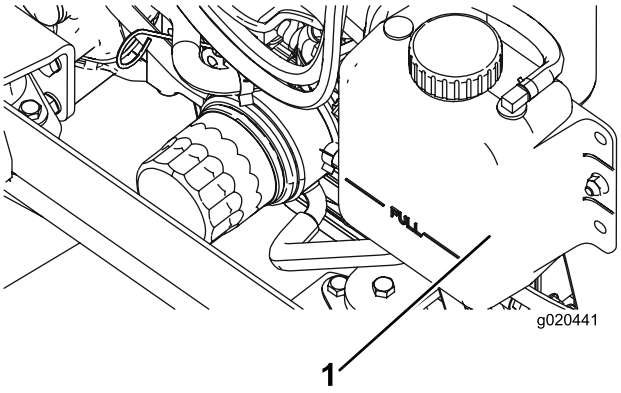

Figur 68
1. Ta av kylarlocket locket till expansionstanken försiktigt (Figur 68).